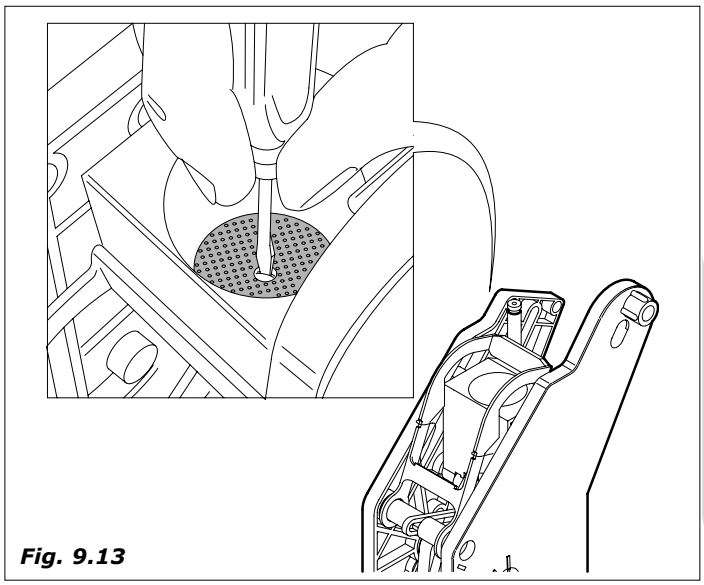

Fig. 9.13
- Desparafusar o parafuso (*Fig. 9.13*), lavar o filtro e se for necessário, substituí-lo.